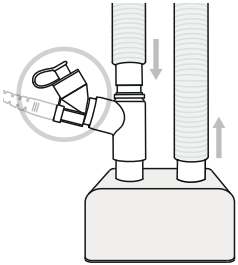

Figure 7. Aerogen Solo du côté sec de l'humidificateur
2. L'Aerogen Solo peut être placé entre le ventilateur et le côté sec de l'humidificateur. La Figure 7 illustre une installation de l'Aerogen Solo sur le côté sec de l'humidificateur. L'Aerogen Solo peut être utilisé avec une interface nasale dans cette configuration.
L'Aerogen Solo peut être utilisé pour la ventilation par intermittence avec une interface nasale quand il est associé à un humidificateur (Figure 7).